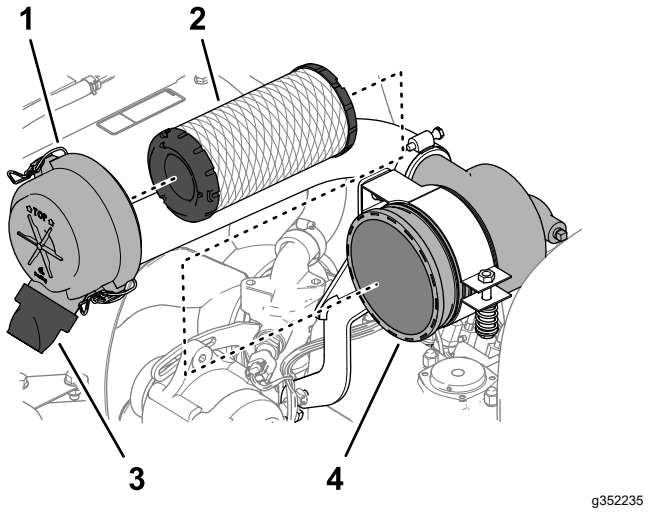

Figur 76
3. Lossa spärrhakarna som fäster luftrenarkåpan på luftrenarhuset (Figur 76).
6. Ta bort filterelementet (Figur 76).
7. Ta bort gummiutloppsventilen (Figur 76) från luftrenarkåpans smutsutblåsning.